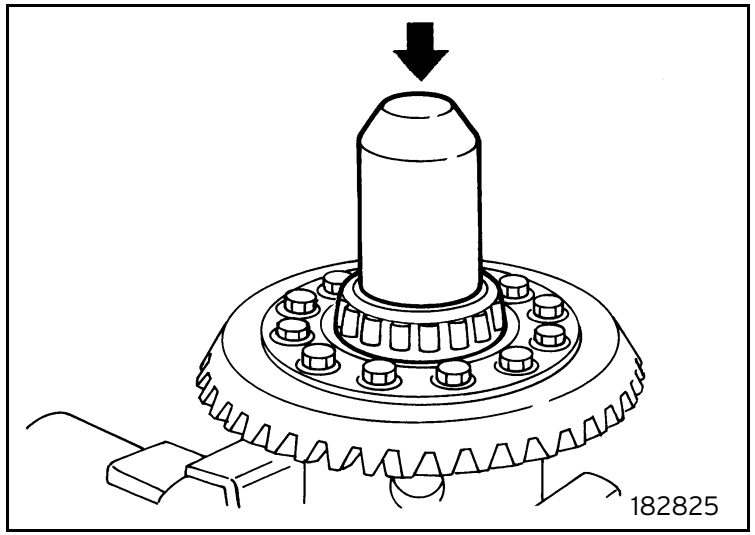

Fig. 25
- Use a suitable block to fit the roller bearing (figure 25). Repeat the operation of the other side.